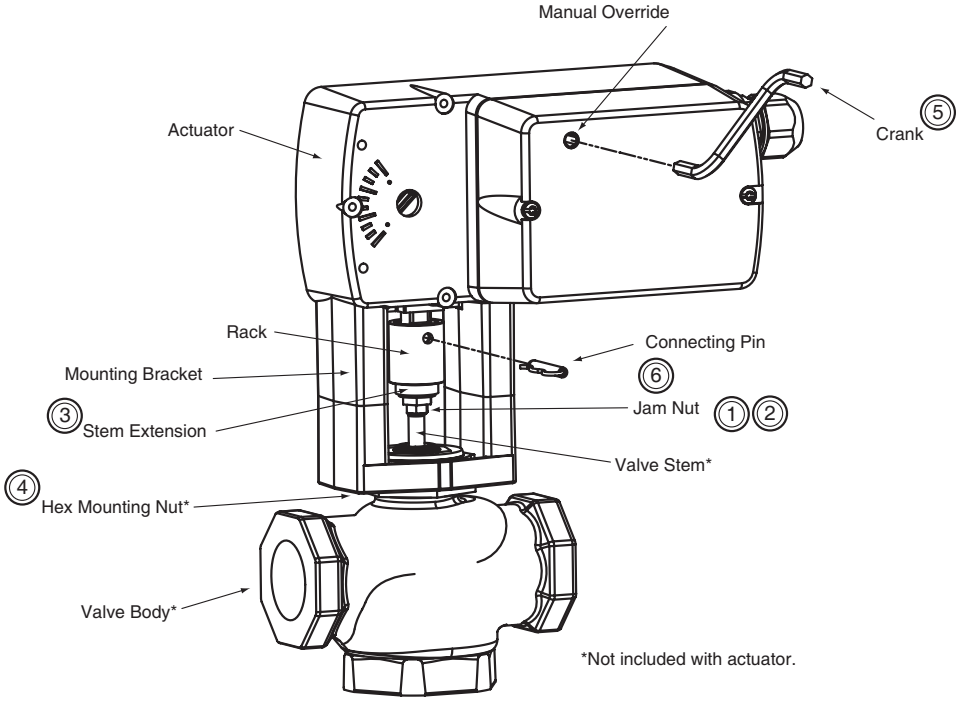
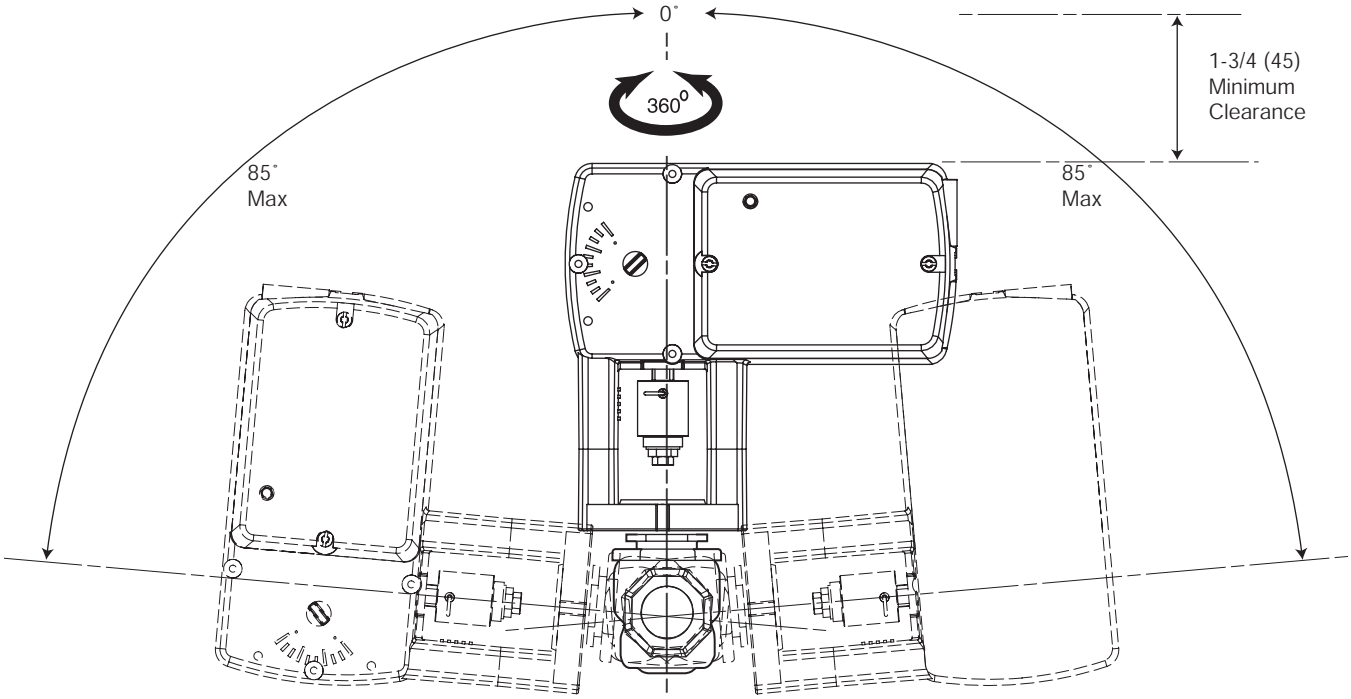

Figure-10 Mx51-710x Series Actuator Exploded View
Figure-11 Acceptable Mounting Orientations for Non-Steam Applications
- It is preferable that the actuator is mounted above the valve body. This will minimize the risk of damage to the actuator in the event of condensation or a valve leak. Refer to Figure-10.
A. Preload the valve to insure proper close-off according to the numbered steps in Figure-10 and the text below. (Remove power before proceeding.)
The valve should be mounted in a weather-protected area, in a location that is within the ambient temperature limits of the actuator. The installation of the actuator assembly should provide clearance on all sides to allow for any maintenance that may be needed (see Figure-10 and Figure-11).
- For non-steam application the globe valve assembly must be mounted so that the actuator is at least 5° above the horizontal (Figure-11) to ensure that any condensate that forms will not travel into the mounting bracket or actuator.